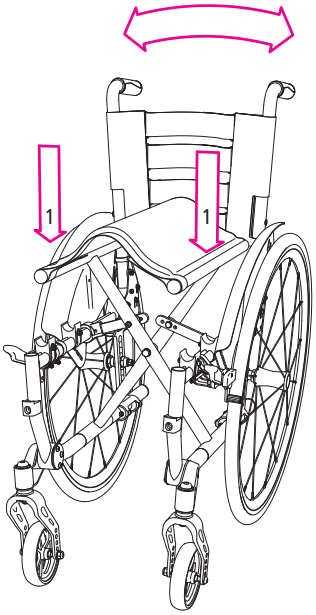

fig. 3
1. Premere contemporaneamente con le mani il tubo della seduta destro e sinistro verso il basso. La sedia a rotelle in questo modo si aprirà da sola (1, fig. 3).